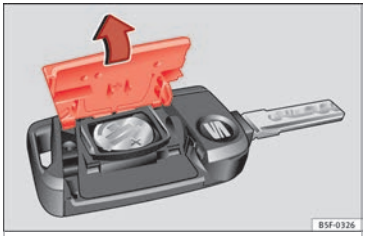

Fig. 116 Vehicle key: opening the battery compartment.
- Remove the cover from the back of the vehicle key ›››Fig. 116 in the direction of the arrow ››› ❗.
- Fit the cover as shown ›››Fig. 116, pressing it onto the vehicle key casing in the opposite direction to that shown by the arrow until it clicks into place.